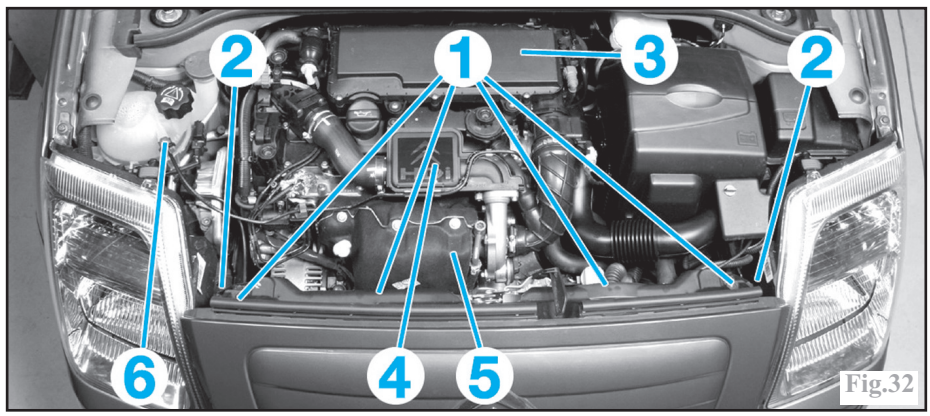

Fig.32
Déposer les vis supérieures du bouclier (1) (Fig.32).